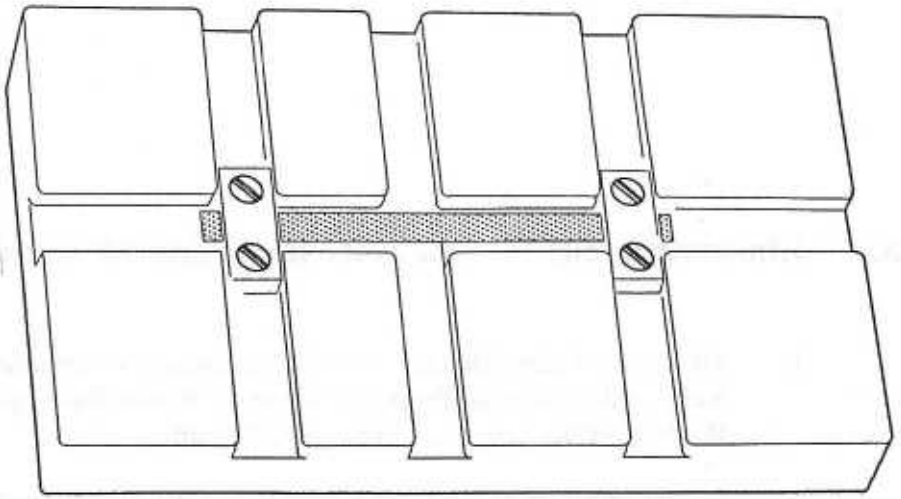

Bild 52
3. Legen Sie Schraubklemme mit der Probe in die Probenlängenschablone ein (s. Abb. 52).
5. Legen Sie die zweite Klemme je nach gewünschter Probenlänge (13 oder 26 mm) in eine der beiden Kerben der Probenlängenschablone ein (s. Abb. 52).